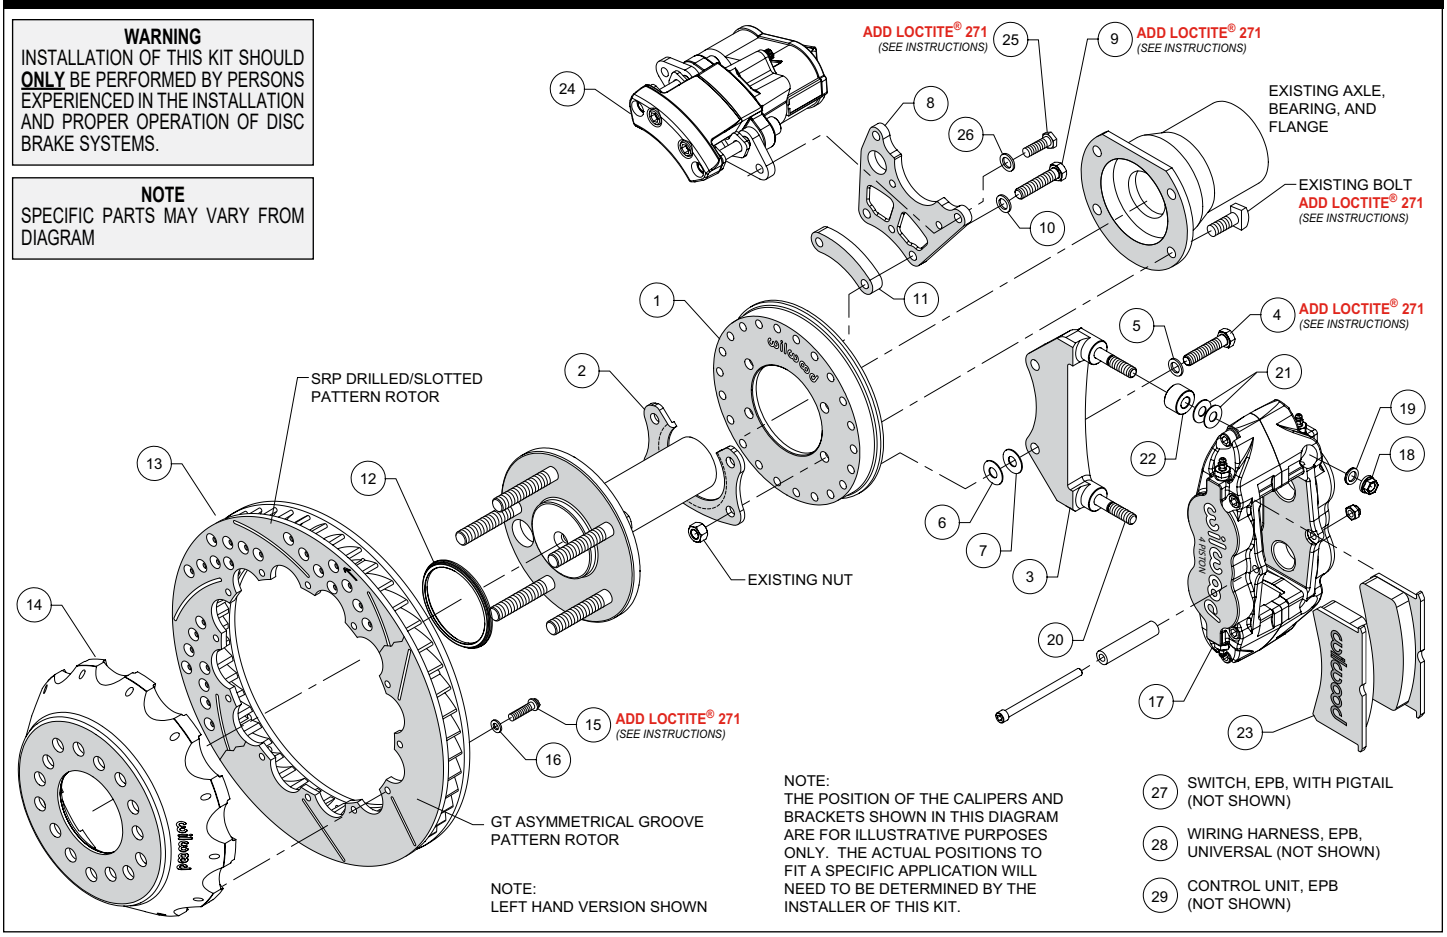
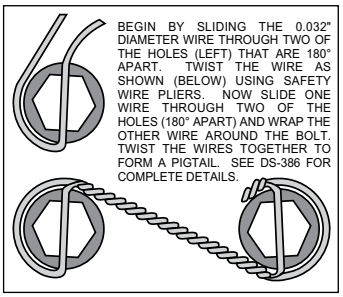

Figure 1. Typical Installation Configuration
Figure 5. Safety Wire Diagram
(numbers in parenthesis refer to the parts list, and Figure 1 on the preceding pages):
•Orient the backing plate (1) as shown in Figure 1 and Photo 1, and slide it onto the axle housing flange. Ensure the backing plate fits flush against the axle housing flange. Reinstall the axle into the axle housing.
•Install the bearing retainer (2) with the opening pointing upward and the lip facing inward (toward the bearing), as shown in Figures 1 and 4, and Photo 2. Secure retainer and backing plate to the axle housing flange using the Original Equipment Manufacturer (OEM) bolts and nuts, Figure 1 and Photo 3. Apply red *Loctite*® 271 to the OEM bolt threads and torque to OEM specifications.
•Start by determining the best location for the service caliper (17). This caliper is usually mounted in the 3:00 or 9:00 o'clock position, but may be rotated up or down approximately 45 degrees and still allow for proper bleeding, Photo 4. Orient the service caliper bracket (3) as shown in Figure 1 and Photo 5, and install to the backing plate (1) in the desired location using bolts (4) and washers (5). Temporarily tighten bolts. Next, mount the service caliper onto the bracket. Mount the service caliper using lock nuts (18) and washers (19), Figure 1. Temporarily tighten the lock nuts. Check that the caliper (including inlet fitting and hose) has sufficient clearance to all surrounding components through the full suspension travel. Relocate the caliper/bracket on the backing plate as needed to ensure proper clearance is achieved.
•Determine the best location for the EPB caliper (24). ***NOTE:*** *The EPB caliper motor extends farther inboard than the service caliper and therefore needs additional consideration when determining a mounting location with sufficient clearance.* In the example application shown in Photo 6, the EPB caliper has sufficient inboard clearance to the leaf spring. However, if the EPB caliper were mounted closer to the 12:00 o'clock position, the inner body of the vehicle would hit the caliper during full compression of the suspension.
•Orient the EPB caliper bracket (8) as shown in Figure 1 and Photo 7, and install to the backing plate (1) in the desired location using bolts (9), washers (10), and spacer (11). Temporarily tighten bolts. ***NOTE:*** *The EPB bracket is reversible. In one direction the bracket will position the EPB caliper closer to the service caliper, and vice versa if reversing the bracket.* Next, mount the EPB caliper (24) to the bracket using bolts (25) and washers (26). Temporarily tighten bolts. ***NOTE:*** *EPB calipers are Left and Right handed, however they can be used on either side of the vehicle to best suit your specific application.* Check that the EPB caliper (including wiring harness connector) has sufficient clearance to all surrounding components through the full suspension travel. Relocate the EPB caliper/bracket on the backing plate as needed to ensure proper clearance is achieved.
•Orient the rotor (13) and the hat (14) as shown in Figure 1 and Photo 8. Attach rotor to hat using bolts (15) and washers (16). Apply red *Loctite*® 271 to the bolt threads and torque to 155 **in-lb** using a criss-cross pattern. For an added measure of security, the bolts may be safety wired using standard 0.032 inch diameter stainless steel safety wire as shown in Figure 5. Please refer to Wilwood's data sheet DS-386 (available at www.wilwood.com/Pdf/DataSheets/ds386.pdf) for complete safety wire installation instructions.
•Slide the rotor registration adapter (12) onto the register on the axle flange with the smaller O.D. facing toward the rotor/hat (13 and 14), Photo 9.
•Initially place two .035" thick shims (21) and one spacer (22) on each stud of the service caliper bracket (3) as shown in Figure 1 and Photo 10. Mount the caliper onto the bracket using lock nuts (18) and washers (19), Figure 1. Temporarily tighten the lock nuts and view the rotor through the top opening of the caliper. The rotor should be centered in the caliper, Photo 11. If not, adjust by adding or subtracting shims (6 and/or 7)) between the service caliper bracket (3) and the backing plate (1). Always use the same amount of shims on each of the two mounting bolts. Once the caliper alignment is correct, remove the bracket mounting bolts (4) one at a time, apply red *Loctite*® 271 to the threads, and torque bolts to 35 ft-lb.
•Remove the caliper center bridge pad retainer bolt, nut, and tube from the caliper. Insert the brake pads (23) into the caliper, with the friction material facing the rotor, as shown in Photo 12. Check that the top of the brake pad is flush with the outside diameter of the rotor, Photo 13. If not, adjust by adding or subtracting shims (21) between the caliper (17) and the spacer (22). After the caliper pad height is set, torque the caliper lock nuts (18) to 30 ft-lb. Secure the brake pads in place with the center bridge pad retainer tube, bolt, and locknut, Photo 14. The locknut should be snug without play in the bolt or tube. Be cautious not to over tighten.
•Mount the EPB caliper (24) onto the caliper mounting bracket (8) using bolts (25) and washers (26), Figure 1. Apply red *Loctite*® 271 to bolt threads, and torque to 30 ft-lb.
•***NOTE**: The service caliper (17) in this brake kit utilizes a 1/8-27 NPT pipe thread inlet. OEM rubber brake hoses generally cannot be adapted to Wilwood calipers.* The preferred method is to use steel adapter fittings at the caliper, either straight, 45 or 90 degree (use PTFE tape on pipe threads of adapter fitting for proper sealing to caliper) and enough steel braided line to allow for full suspension travel. **Carefully route hoses to prevent contact with moving suspension, brake or wheel components.** ***NOTE:** Wilwood hose kits are designed for use in many different vehicle applications and it is the installer's responsibility to properly route and ensure adequate clearance and retention for brake hose components.* Wilwood offers universal brake flex line hose kits, domestic (3/8-24 IF) chassis fittings, order: